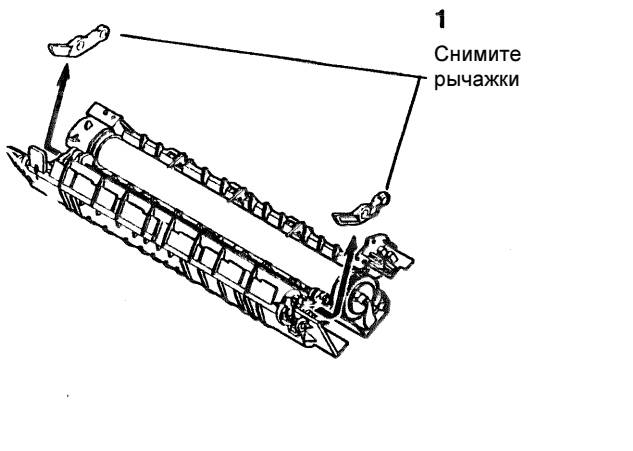

Рисунок 2. Снятие рычажков прижимного вала
6. (Рисунок 2): Снимите рычажки прижимного вала.